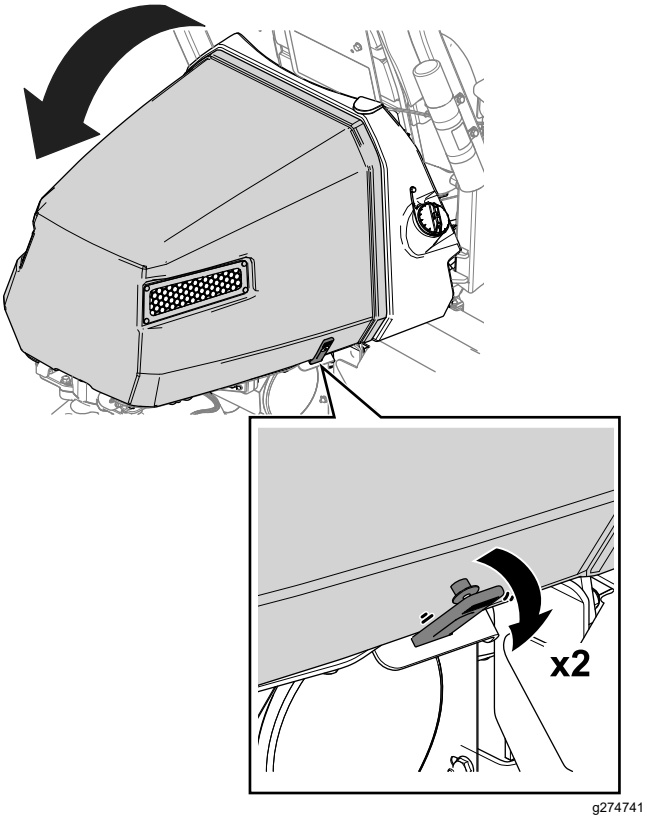

Figuur 37
1. Maak de banden los aan weerszijden van de motorkap (Figuur 37).
2. Til de motorkap op (Figuur 37).